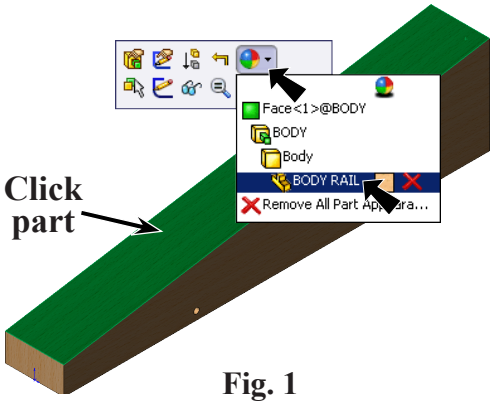

Fig. 1
Step 1. Click the Body to select the part, click **Appearances Callout** on the Content menu and click **BODY RAIL**, **Fig. 1**.